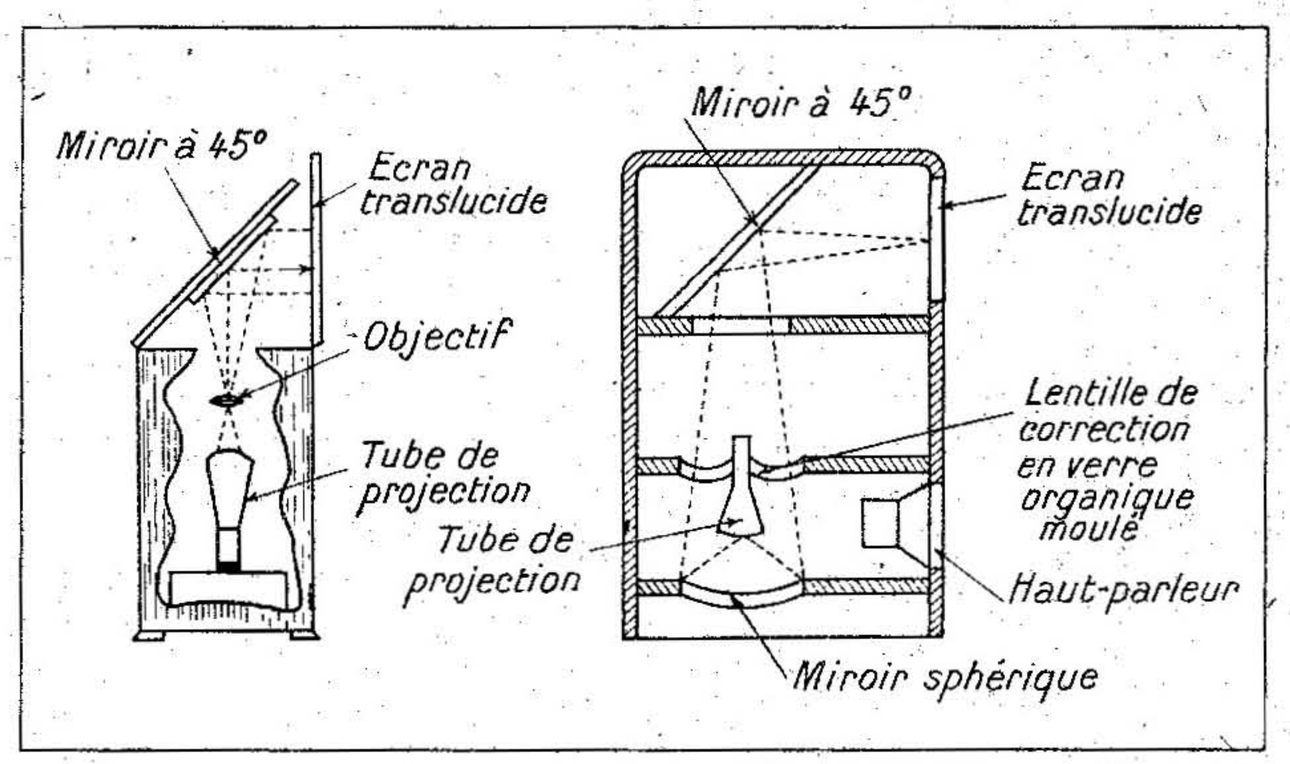

FIG. 7 ET 8. — SCHÉMAS DE RÉCEPTEURS D'APPARTEMENT A ÉCRAN
Le tube employé par la Société R. C. A. pour établir un récepteur d'appartement est un kinescope (1) de projection de 127 mm de diamètre, monté verticalement. L'image est agrandie par un objectif d'une ouverture de F : 2 et renvoyée par un miroir sur un écran translucide escamotable de 34 × 45 cm (fig. 7).